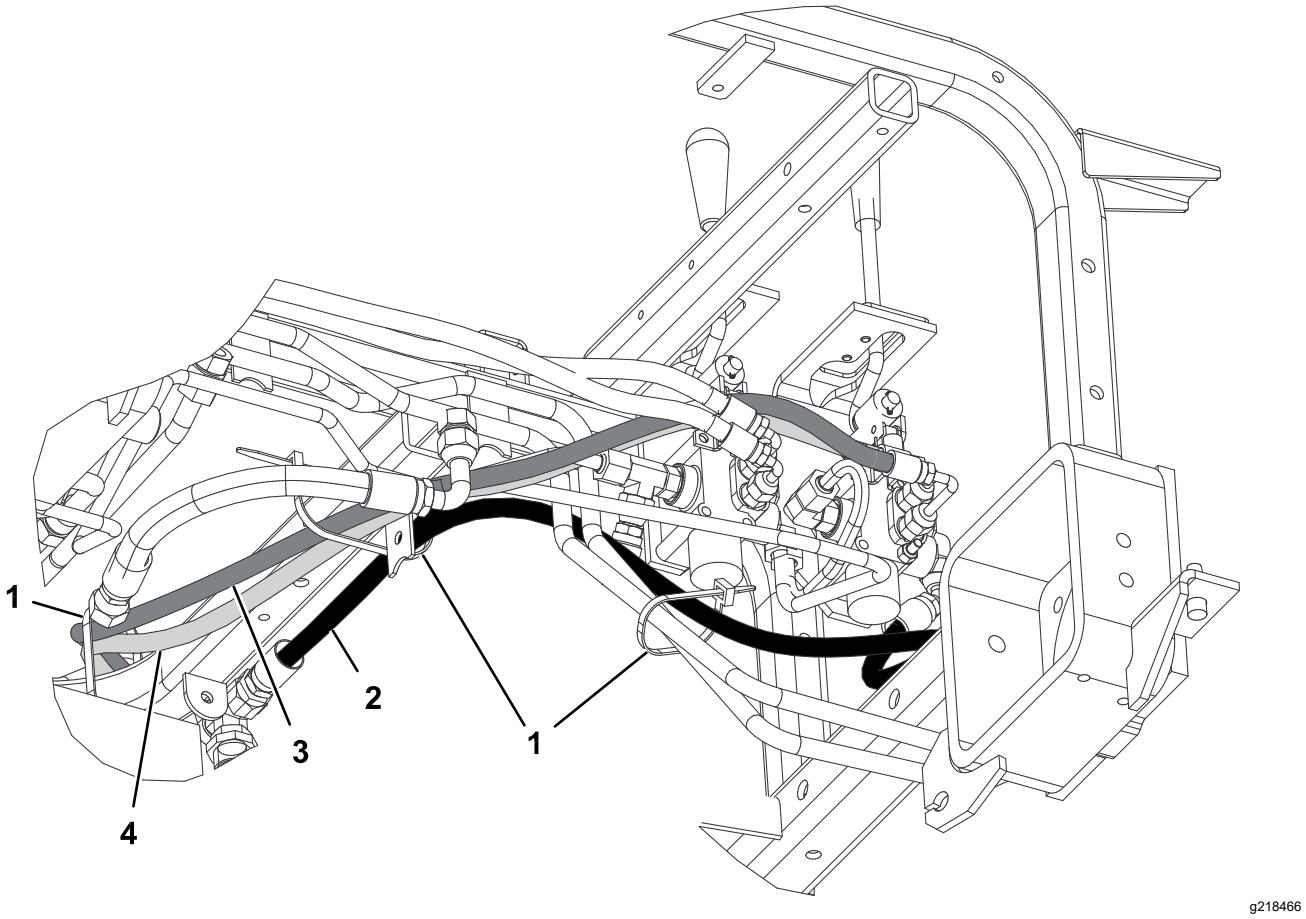

Rysunek 23
2. Podłącz trójnik z przewodem hydraulicznym zakończonym kolankiem 45° (nr części 108-8449) do otwartej strony trójnika z prawej strony zaworu, a prosty koniec przewodu do wolnego złącza chłodnicy oleju (Rysunek 22). Sposób poprowadzenia przewodów pokazano na Rysunek 23 i Rysunek 24.
4. Podłącz wąż hydrauliczny od strony zakończonej krótkim kolankiem 90° (nr części 108-8453) do prostego górnego złącza z tyłu zaworu. Poprowadź wąż przez druciany uchwyt węża i podłącz prosty koniec węża do złącza na górze siłownika hydraulicznego (Rysunek 22). Sposób poprowadzenia przewodów pokazano na Rysunek 23 i Rysunek 24.
5. Podłącz wąż hydrauliczny od strony zakończonej długim kolankiem 90° (nr części 108-8454) do prostego dolnego złącza z tyłu zaworu. Poprowadź wąż przez druciany uchwyt węża i podłącz prosty koniec węża do złącza na dole siłownika hydraulicznego (Rysunek 22). Sposób poprowadzenia przewodów pokazano na Rysunek 23 i Rysunek 24.
8. Używając opasek kablowych, zamocuj węże do maszyny w miejscach pokazanych na Rysunek 23 i Rysunek 24.